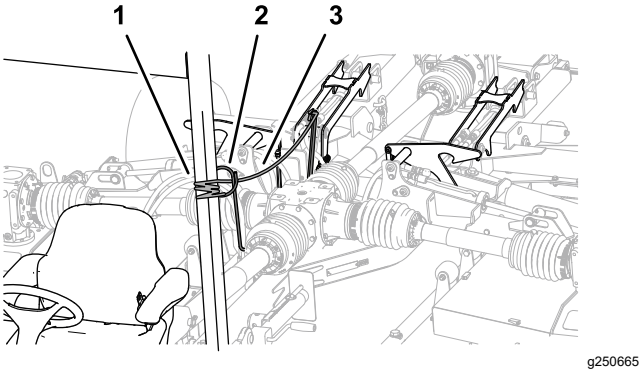

Figuur 34
1. Leid het touw van de maaidekvergrendeling van de slanggeleider naar de bestuurdersstoel (Figuur 34).
2. Bind het touw vast aan een vast onderdeel van het chassis van het trekvoertuig, bv. de rolbeugelbuis (Figuur 34).